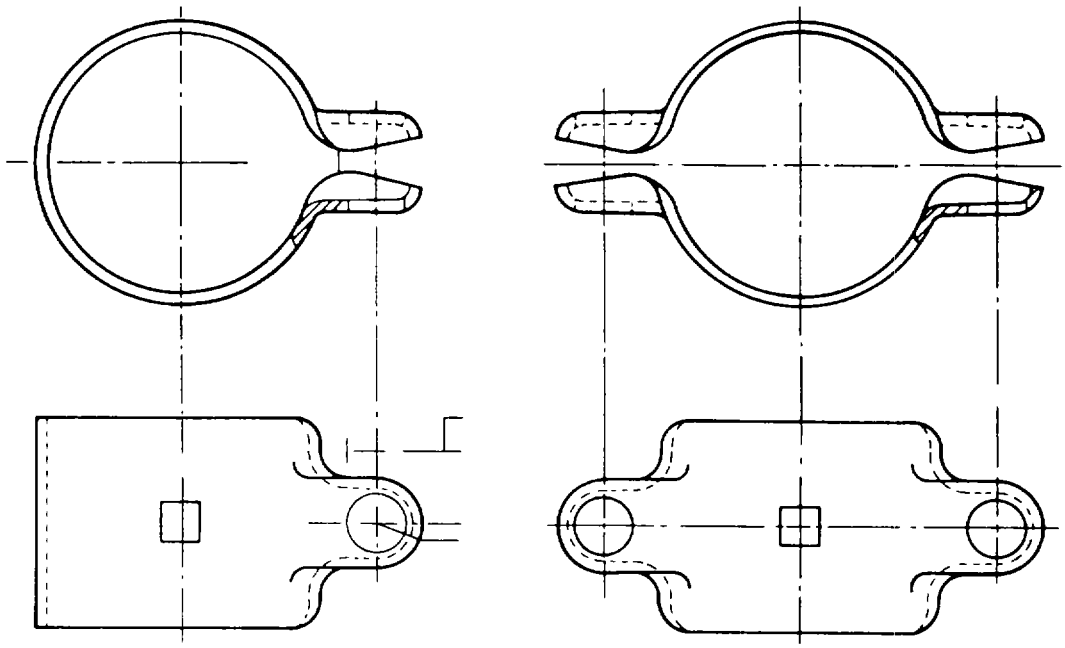

Figure 2-44. Tube Clamps
(3) Tube clamp. A tube clamp, as shown in figure 2-44, is a one-or two-piece clamp used with tube-to-tube connections or tube-to-duct connections.